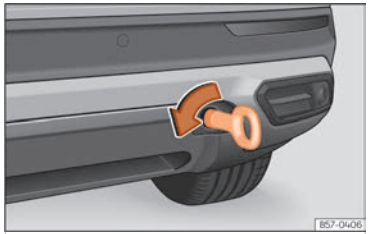

Fig. 199 Right side of the rear bumper: towline anchorage screwed in.
- Screw the towing eye in the housing by turning it to the maximum **anticlockwise** ››› Fig. 199 , ››› ⓘ. Use a suitable object that can completely and securely tighten the towing eye in its housing.